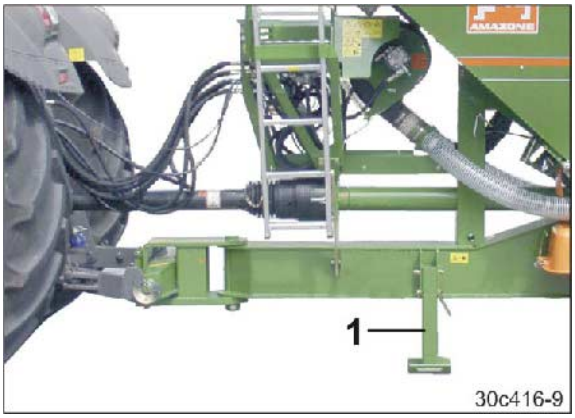

**Fig. 221**
**Avant de travailler sur la machine, faites reposer la machine attelée au tracteur sur la béquille (Fig. 221/1) afin de la protéger contre un abaissement accidentel des bras inférieurs du tracteur.**
3. Faites systématiquement reposer la machine attelée au tracteur sur la béquille (Fig. 221/1) pour la nettoyer.